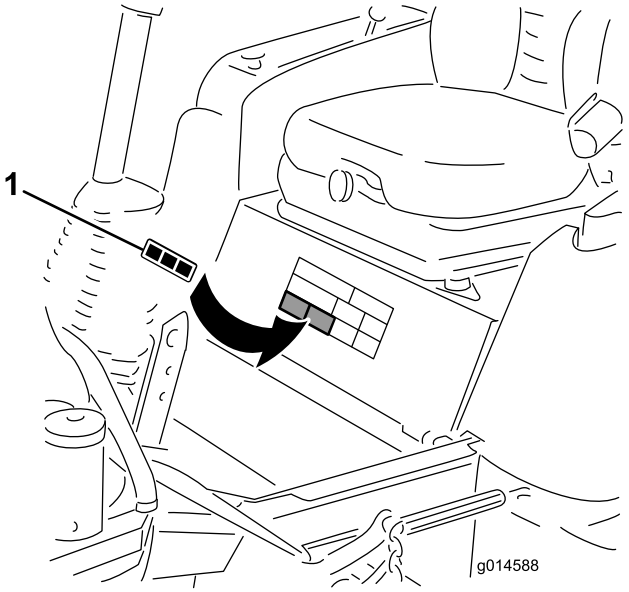

Figura 9
1. Limpie a fondo la zona donde se va a instalar la pegatina (Figura 9).